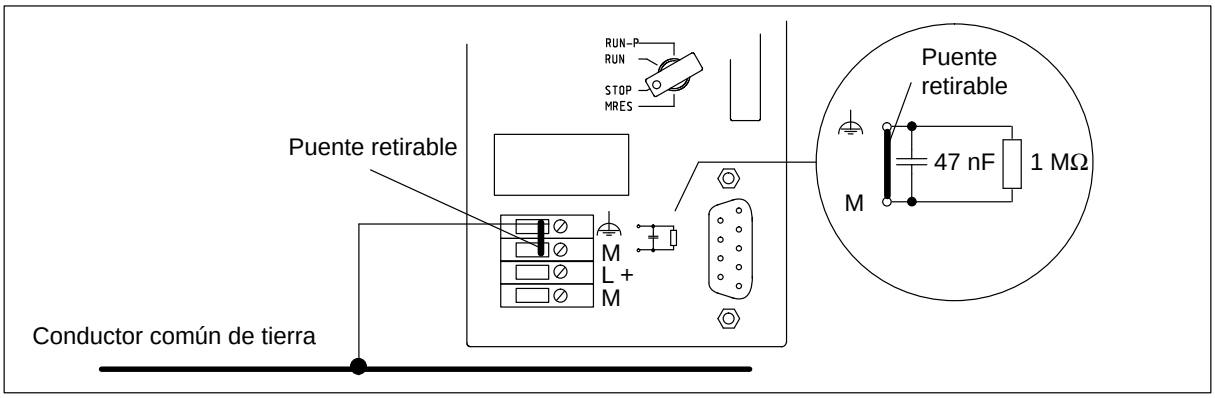

Figura 4-3 Instalación de un S7-300 con potencial de referencia puesto a tierra
- En las CPUs 313/314/314 IFM/315/315-2 DP/316-2 DP/318-2, se derivan a través de un puente colocado entre los bornes M y la tierra funcional (vea la figura 4-3)
La figura 4-3 muestra la instalación de un S7-300 con CPU 313/314/314 IFM/315/315-2 DP/316-2 DP/318-2, con potencial de referencia puesto a tierra. Si Ud. desea poner a tierra el potencial de referencia, **no** deberá quitar el puente situado entre los bornes M y de tierra funcional de la CPU**.**